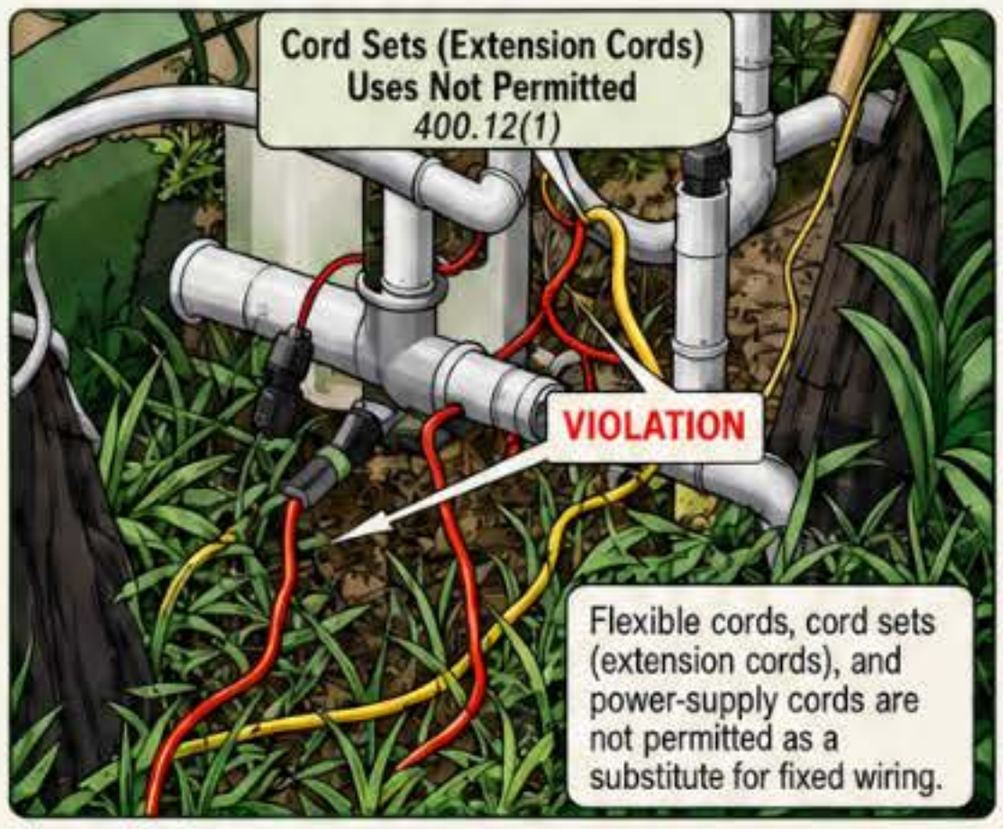

Figure 400–8
(2) Flexible cords, flexible cables, cord sets (extension cords), and power-supply cords must not be run through holes in walls, ceilings, or floors. ▶ **Figure 400–9** and ▶ **Figure 400–10**
(3) Flexible cords, flexible cables, cord sets (extension cords), and power-supply cords are not permitted to be run through doorways, windows, or similar openings.
(4) Flexible cords, flexible cables, cord sets (extension cords), and power-supply cords must not be attached to building surfaces.